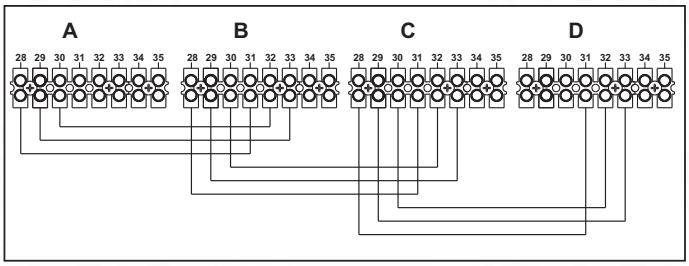

fig. 24 - Connection in cascade
1. Connect the modules as shown in fig. 24 (**example with 4 modules**)
If this does not occur, disconnect the power and check the wiring in fig. 24.